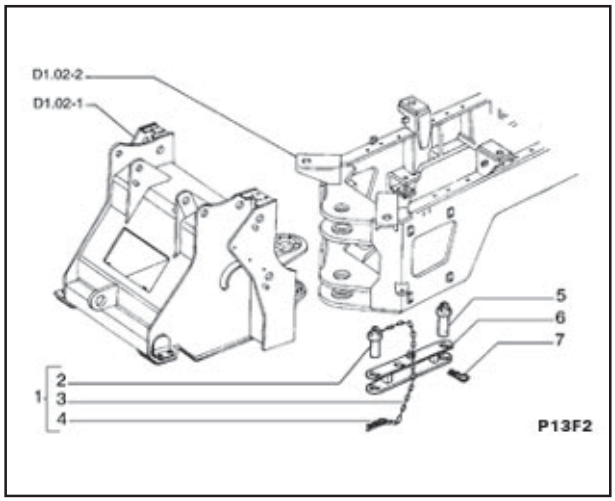

Fig.21
1. Retire os pinos (5 - fig. 21), (1 - fig. 21) e pino elástico (7 - fig. 21) e remova a trava de segurança (6 - fig. 21).
13. Posicione a trava de segurança (6 - fig. 21) com os pinos (5 - fig. 21), (1 - fig. 21) e pino elástico (7 - fig. 21).